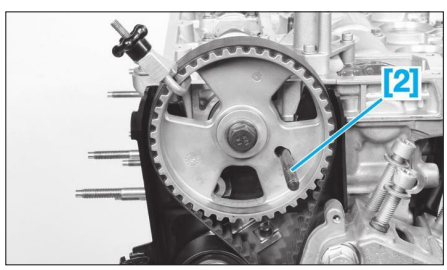

**Fig. 10**
• Tourner le moteur par la vis de fixation de la poulie d'accessoires (8) jusqu'à pouvoir engager la pige d'arbre à cames [2] **(Fig.10)**.